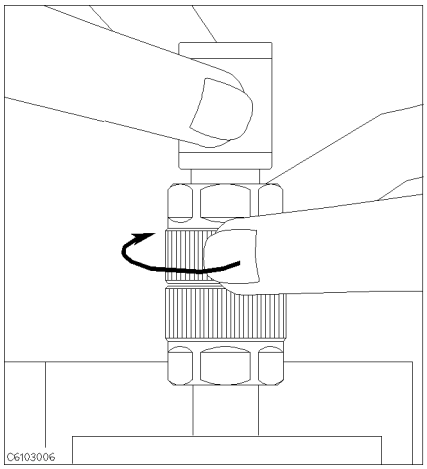

Figure 5-11.
13. Connect the 50 Ω termination on the APC-7® connector as shown in Figure 5-11.